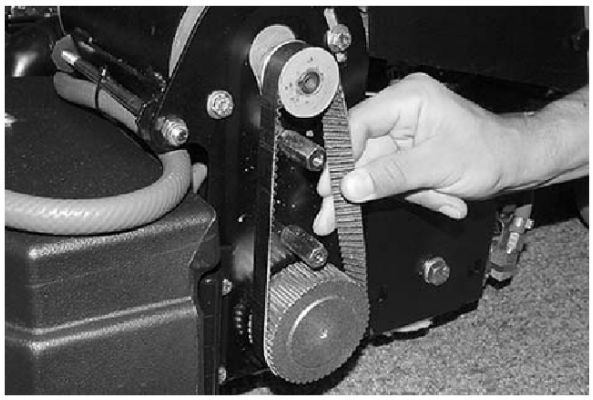

図41
9. 2つのブラシモーターについて、ベルトの張りに異常がないか、定期的に点検します。ベルトの中央部分で90度以上にベルトをねじることができる場合は、ベルトの張りを強くします。（図41）